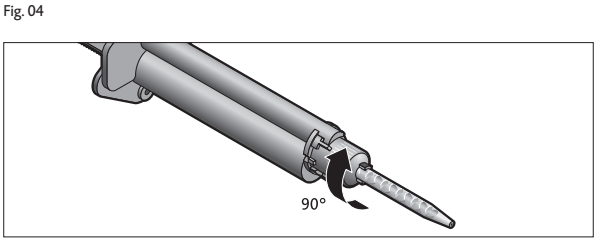

Fig. 05
6. Bloccare lo Smartmix-Tip ruotandolo di 90° in senso orario (Fig. 05).